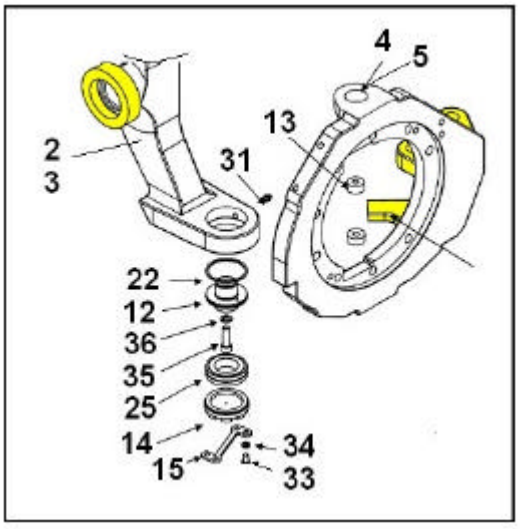

figura 3
Conforme ilustrado nas figura 3 e foto 5, instale a tampa item (14) qtd. 02, "uma" para cada camber joint esquerdo e direito itens (2) e (3) nos terminais, olhais da parte inferior.
Conforme ilustrado na figura 3 e foto 5, instale a placa de travamento item (15) qtd. 02, usando uma para cada camber joint esquerdo e direito itens (2) e (3) nos terminais, olhais da parte inferior / baixo, usando os parafusos M8 x 16 mm item (33) e arruela item (34) qtds. 04 (em cada lado).